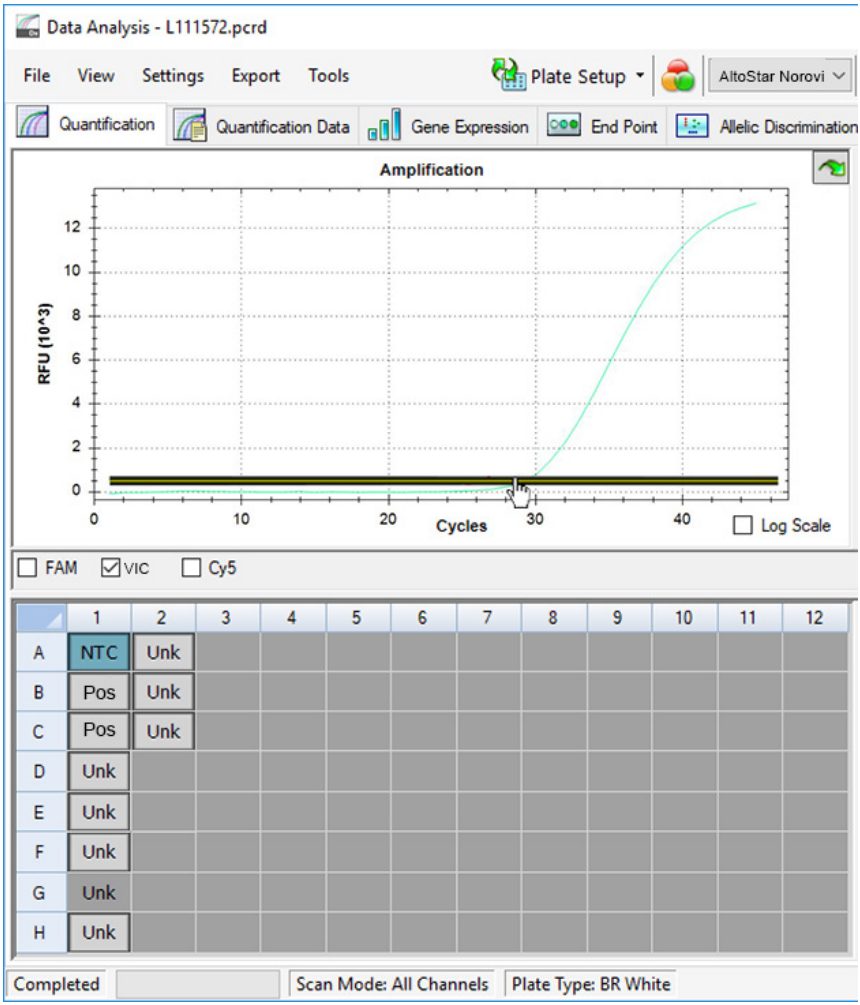

Figura 9: Finestra Data Analysis (Analisi dei dati): impostazione della soglia VIC™
2. A sinistra della finestra Data Analysis (Analisi dei dati) spuntare solo la casella di controllo **VIC** per il canale di rilevamento di IC (vedere figura 9).
3. Selezionare solamente il pozzetto NTC nella vista piastra della finestra Data Analysis (Analisi dei dati) (vedere figura 9).
4. Trascinare la soglia nell'area esponenziale del segnale NTC (vedere figura 9).